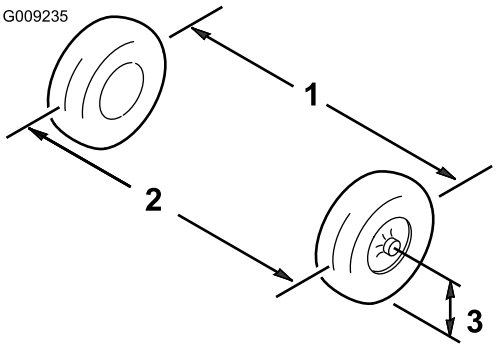

**Figur 38**
1. Mät avståndet mellan de båda framhjulen vid axelhöjd, både framtill och baktill på hjulen (Figur 38).